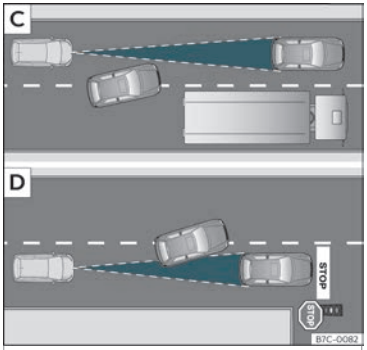

Abb. 160 C Fahrspurwechsel eines anderen Fahrzeugs. D Abbiegendes und weiteres stehendes Fahrzeug.
- Fahrzeuge, die in geringem Abstand auf die eigene Fahrspur wechseln››› **Abb. 160** C.
Es ist möglich, dass ACC nicht auf stehende Fahrzeuge reagiert. Wenn z. B. ein von ACC erfasstes Fahrzeug abbiegt oder ausschert und sich vor diesem Fahrzeug ein stehendes Fahrzeug befindet, reagiert ACC nicht auf das stehende Fahrzeug››› **Abb. 160** D.